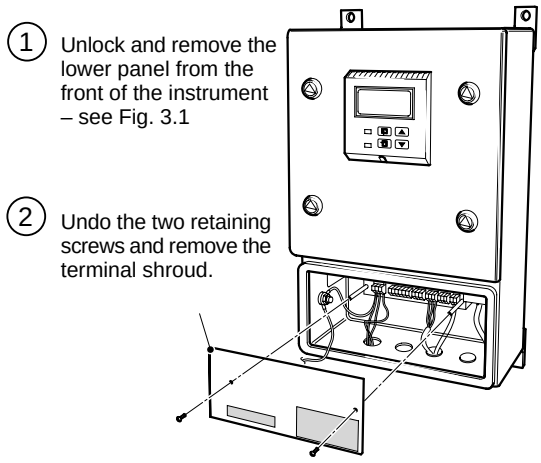

Fig. 4.1 Access to Terminals
- **Earthing (grounding)** – a stud terminal is fitted to the case bus-bar earth (ground) connection – see Fig. 4.1
4.2.2 Access to Terminals – Fig. 4.1